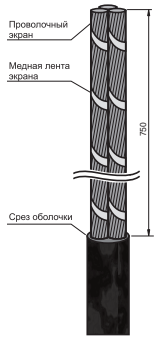

Рисунок 2
4.2 Для облегчения снятия оболочки прогреть её пламенем горелки. Удалить защитный шланг с конца кабеля до кольцевого надреза. Удалить разделительный слой (рисунок 2).